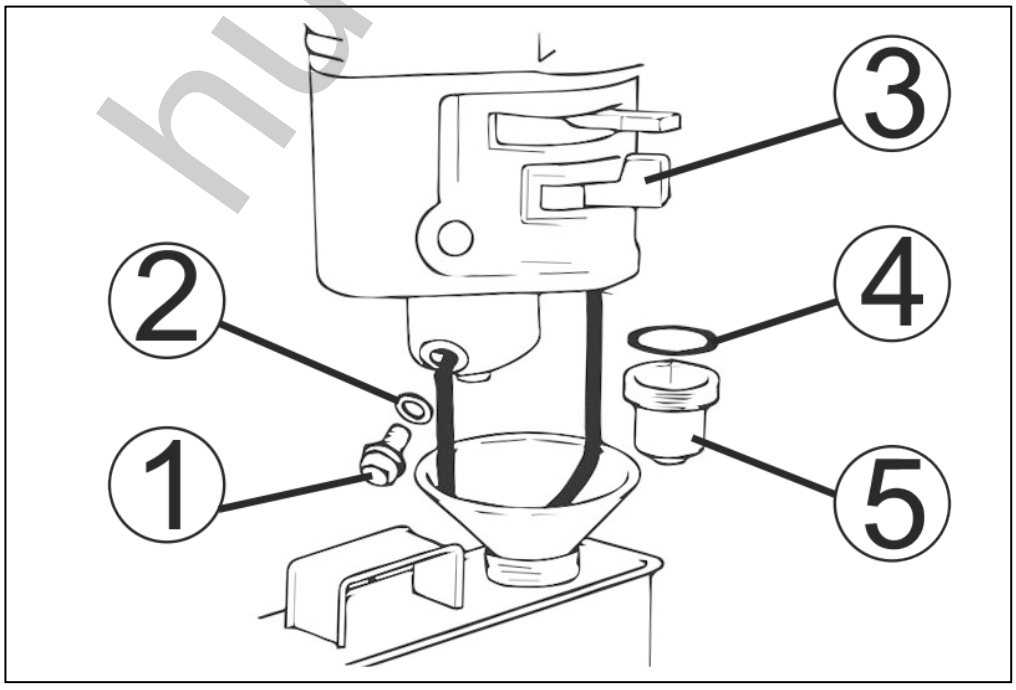

Рис. 19. Обслуживание фильтра-отстойника.
1. Установите рычаг топливного крана (3) (Рис. 19) в положение «ЗАКРЫТО».
3. Открутите болт (1) сливного отверстия и слейте топливо из поплавковой камеры карбюратора.